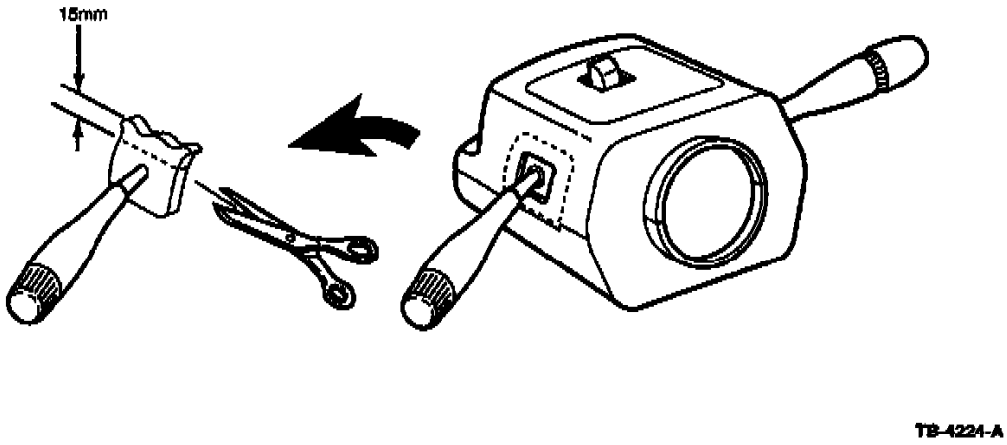

Figure 1
3. Cut 15 mm (1/2") off the top of the rubber boot. Refer to Figure 1.